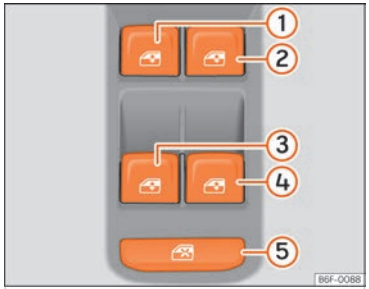

Fig. 60 Detalle de la puerta del conductor: mandos para las ventanillas.
Mediante el mando de seguridad ››› **fig. 60** ⑤ de la puerta del conductor puede desactivar las teclas de los elevalunas de las puertas traseras.